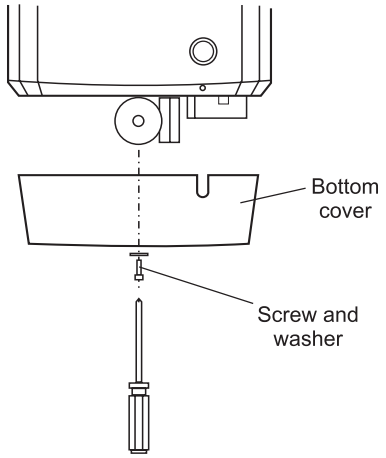

Fig. 17
1. Gain acces to the electrical control box of the solar cylinder by removing the screw and washer securing the bottom cover and remove the cover. See Fig. 17. Remove the screws securing the front of the control box to provide access to the terminals on the control board.